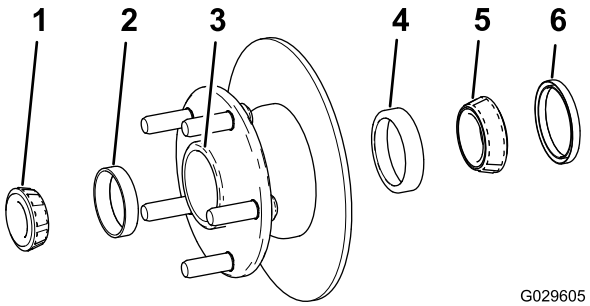

Figuur 34
1. Verwijder het buitenste lager en de loopring van het lager van de naaf (Figuur 34).
2. Verwijder de afdichting, het binnenste lager en de loopring van het lager van de naaf (Figuur 34).
5. Verwijder alle vuil en vet uit de holte van de naaf (Figuur 34).
7. Monteer de loopringen van de binnenste en buitenste lagers in de naaf (Figuur 34).
8. Vul de holte van de naaf voor 50 tot 80% met het aanbevolen smeermiddel (Figuur 34).
9. Monteer het binnenste lager op de loopring aan de binnenkant van de naaf en monteer de afdichting (Figuur 34).